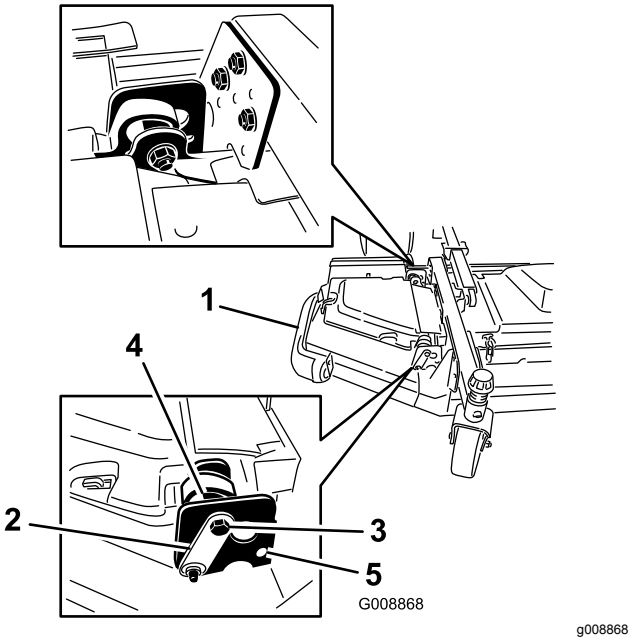

Figuur 7
2. Draai de bouten en moeren los waarmee de 2 excentrische afstandsstukken vastzitten aan de winglets (Figuur 7).
4. Draai de achterste excentriek (het dichtst bij de tractie-eenheid) tot het uiteinde van het buitenste blad ongeveer 3 mm hoger is dan de gewenste maaihoogte (Figuur 7).